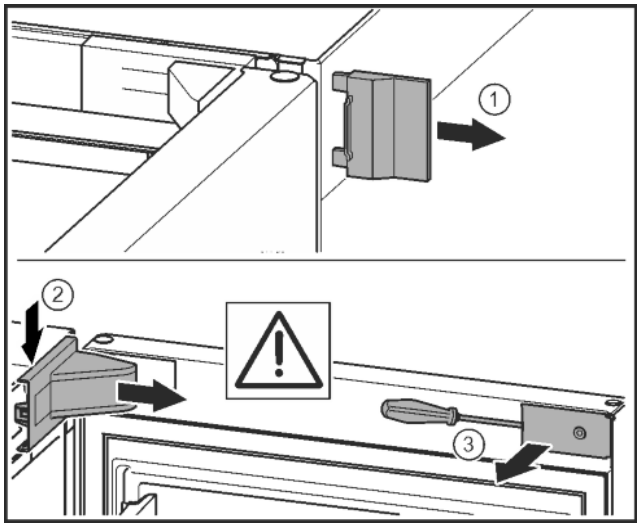

Fig. 9
▶ Remove the outer cover. *Fig. 9 (1)*
▶ Click and release the bearing bracket cover. Remove the bearing bracket cover. *Fig. 9 (2)*
▶ Unlatch the cover plate with a slotted screwdriver and swivel it to one side. *Fig. 9 (3)*